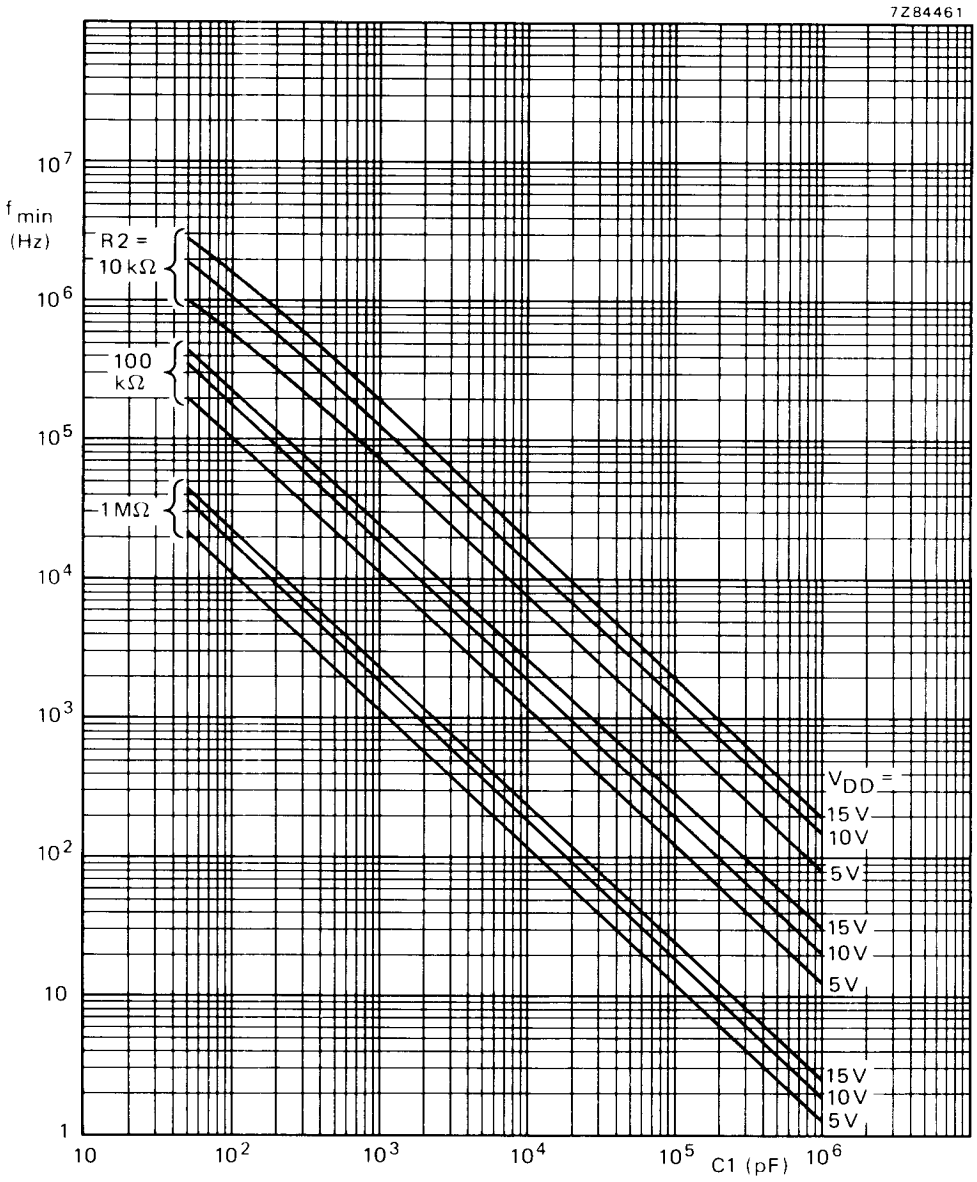
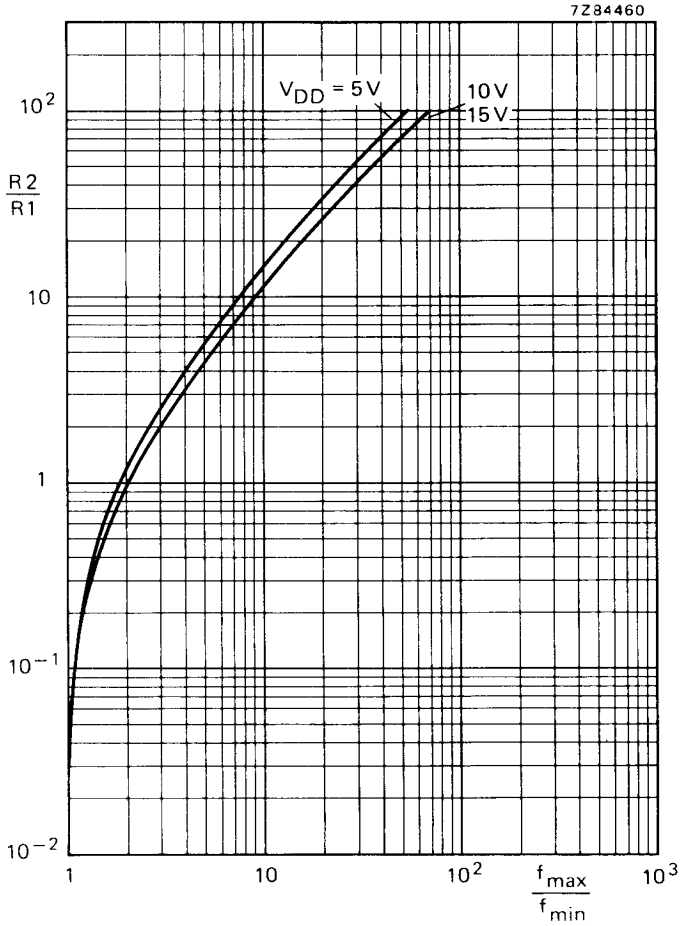

Fig. 8 Typical frequency offset as a function of capacitor C1; T_{amb} = 25 °C; VCO_{IN} at V_{SS}; INH at V_{SS}; R1 = ∞.
Fig. 9 Typical ratio of R2/R1 as a function of the ratio f_{max}/f_{min}.
a. Given f_o and f_L: calculate f_{min} from the equation $f_{min} = f_o - f_L$; use f_{min} with Fig. 8 to determine R2 and C1; calculate $\frac{f_{max}}{f_{min}}$ from the equation $\frac{f_{max}}{f_{min}} = \frac{f_o + f_L}{f_o - f_L}$; use $\frac{f_{max}}{f_{min}}$ with Fig. 9 to determine the ratio R2/R1 to obtain R1.
b. Given f_{min} and f_{max}: use f_{min} with Fig. 8 to determine R2 and C1; calculate $\frac{f_{max}}{f_{min}}$; use $\frac{f_{max}}{f_{min}}$ with Fig. 9 to determine R2/R1 to obtain R1.